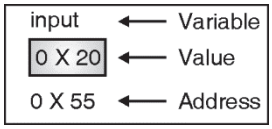

Fig. 4.12.3 : Representation of a variable
- Compiler will assign a memory location to the variable anywhere within the internal memory 0×00 to $0 \times 7F$. Let us assume that compiler has choosen the address location 0×55 for input Fig. 4.12.3 shows the representation of variable.